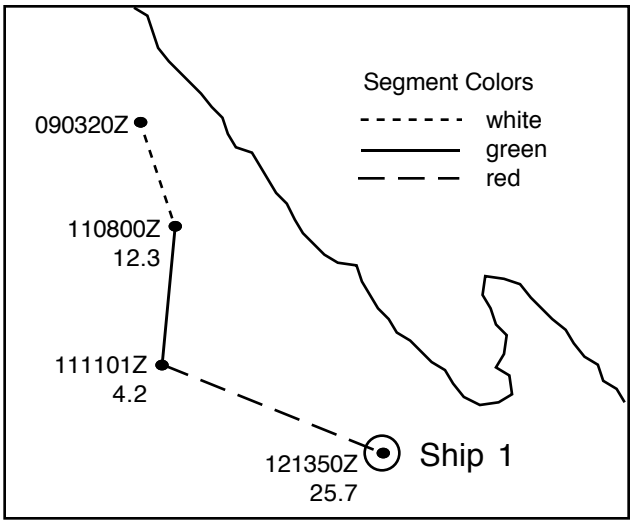

Figure 11.25-8 Custom History Display with TOE/DTG and SOLA Selected.
4. Speed for each segment will be displayed in colors that indicate the relative speed of the track for that segment (Figure11.25-8).